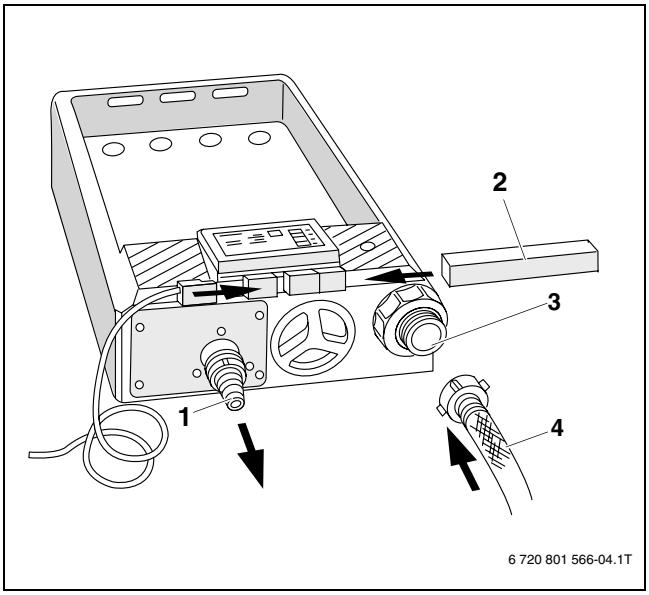
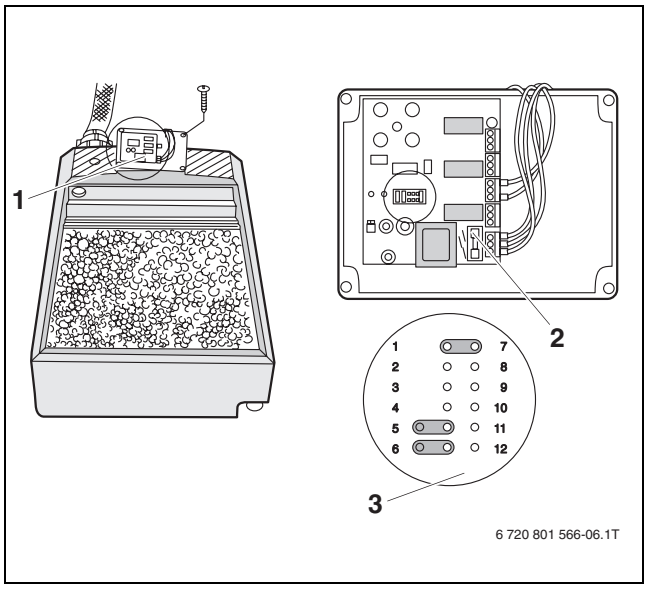

Рис. 4 Подсоединение подающего шланга ЕКО и сливного шланга АКО
Рис. 6 Установка перемычек
- Подсоедините подающий шланг (→ рис. 4, [4]) к штуцеру ЕКО устройства нейтрализации (→ рис. 4, [3]).
- Закрепите хомутом сливной шланг (дополнительная комплектация) на выходе конденсата АКО (→ рис. 4, [1]) устройства нейтрализациии и проложите шланг к стоку в канализацию.
- Установите на штекер защитную планку (→ рис. 4, [2]) и закрепите в середине саморезом.
- Выверните 4 винта из системы управления (→ рис. 4, [1]) снимите её и поверните на 180° (→ рис. 6).
- Проверьте предохранитель в системе управления (→ рис. 6, стр. 8).
- Выверните 4 винта из системы управления, снимите её и поверните на 180° (→ рис. 6, стр. 8).
- Установите прилагаемый предохранитель и смонтируйте систему управления (→ рис. 6, стр. 8).